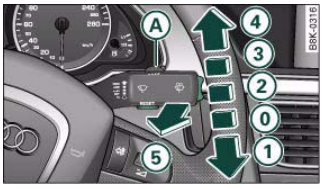

Fig. 64 Windscreen wiper lever
To reduce the sensitivity level of the rain sensor move control (A) ⇒ *page 62,* fig. 64 to the left. To increase the sensitivity level of the rain sensor move the control to the right.
– Move the automatic wash and wipe lever to position (5) ⇒ *page 62,* fig. 64.
– If the wiper blades are not frozen to the windscreen, move the windscreen wiper lever to the "off" position (0) ⇒ *page 62,* fig. 64.